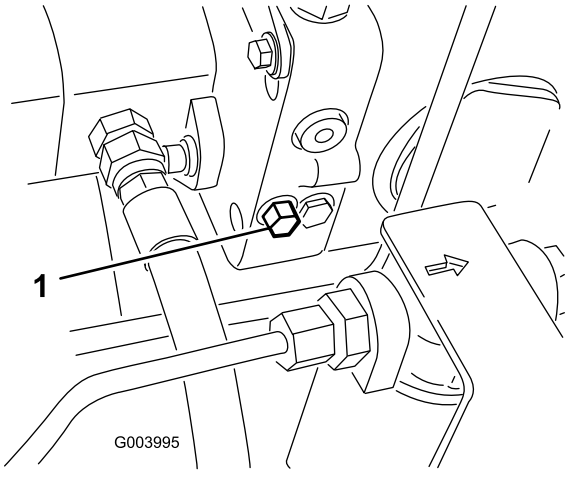

Figur 55
1. Vri omløpsbolten halvannen omdreining for å åpne den, og la oljen gå utenom internt (Figur 55).